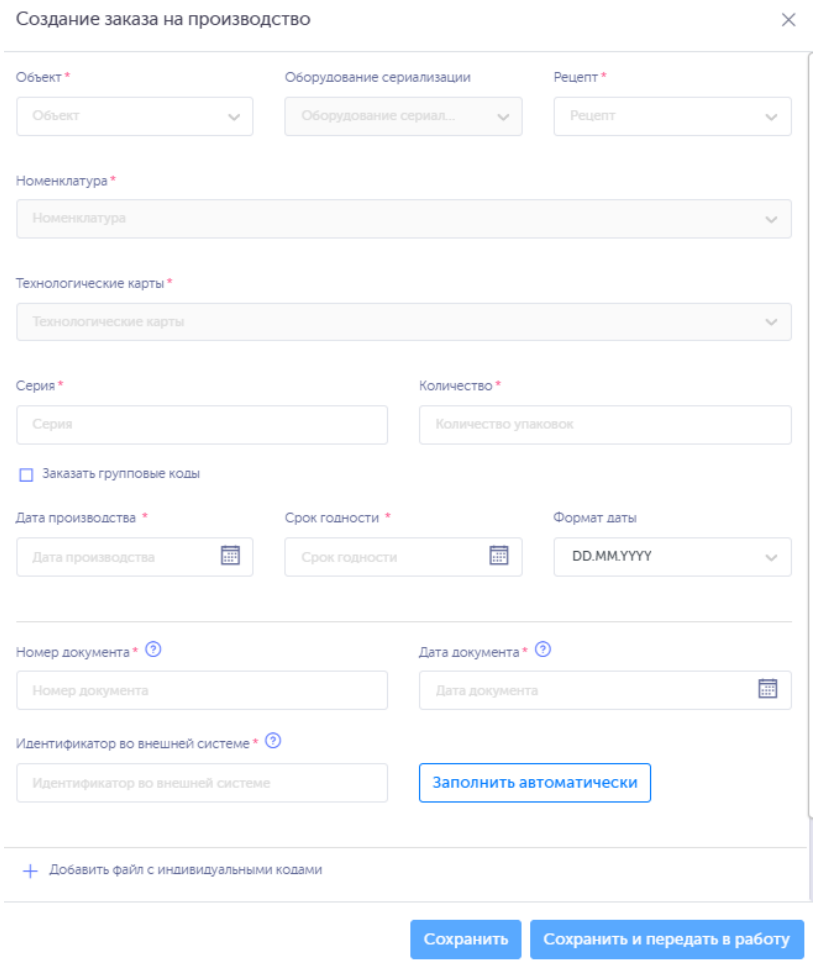

Рисунок 2-153
2) в открывшемся окне «Создание заказа на производство» (Рисунок 2-153) заполнить необходимые поля;